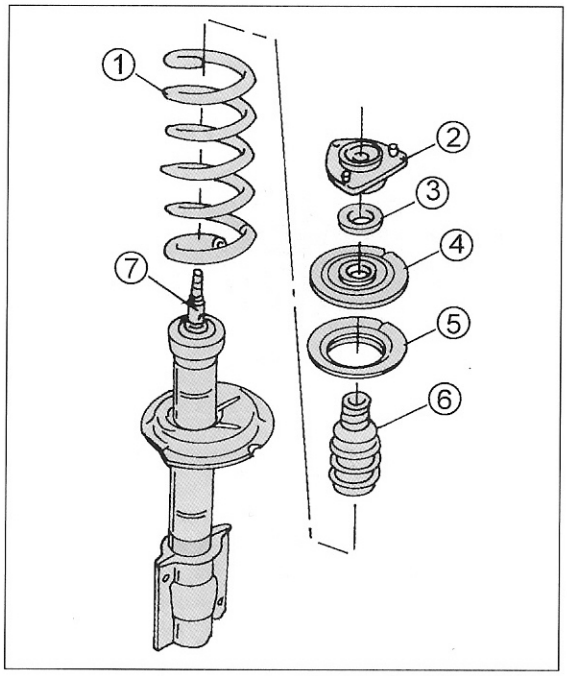

Bild 226
- Die Mutter, das obere Federbeinlager, den Distanzring, das Nadeldrucklager, den oberen Federsitz und die Schraubenfeder sowie den Stoßdämpfer mit dem Rückprallgummi abnehmen. Die Montagereihenfolge der einzelnen Teile ist in Bild 226 gezeigt.
- Die verbleibenden Teile in Bild 226 montieren.